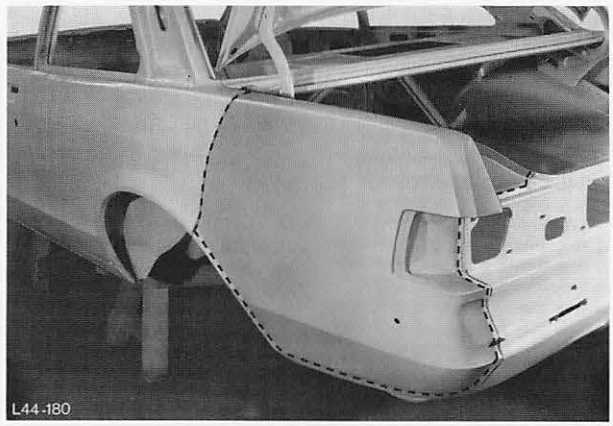

Abb. 177 Trennlinie für Seitenwand – Teileinsatz (hinten)
5. Seitenwand – Teileinsatz je nach Beschädigung trennen, Abb. 177/178.